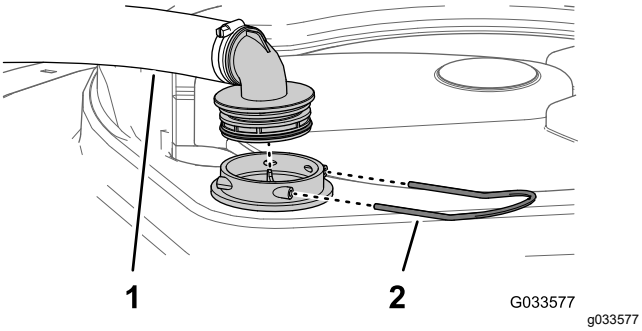

**Figur 112**
2. Ta bort hållaren som fäster slangnippeln på den stora slangen och filterkåpan på tankens ovansida (Figur 112).
3. Ta bort slangen och slangnippeln från filterkåpan (Figur 112).